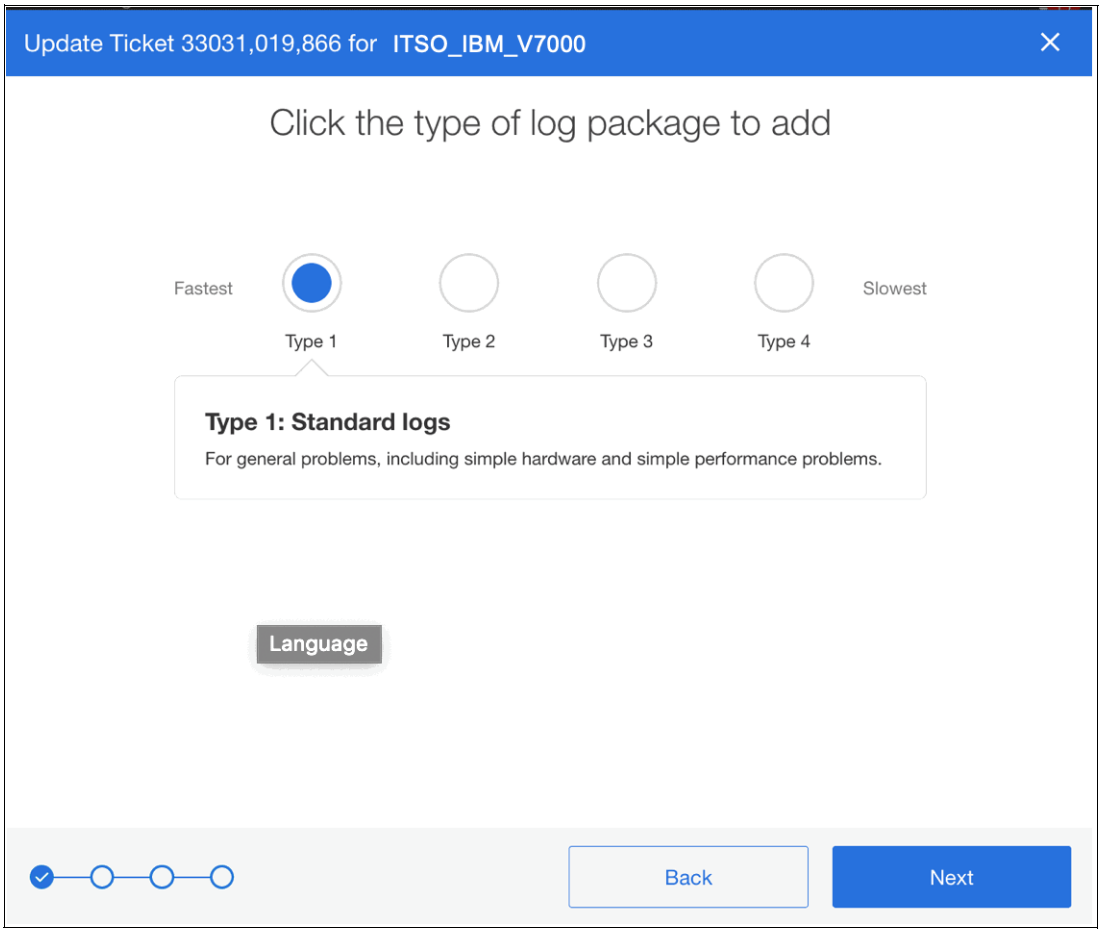

Figure 11-21 Log type selection
4. Click **Next**. A window opens in which you must choose the log type to upload. Figure 11-21 on page 508 shows the log selection window and the following available options: